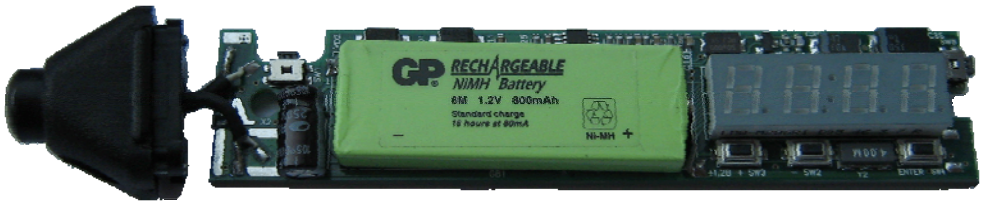

Рисунок 19
– Вынуть плату из корпуса и отпаять экран, защищающий вывод капсулы (рисунок19).